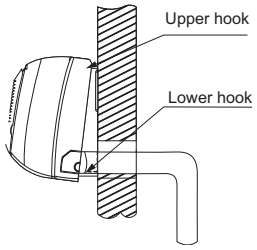

Fig. 13 — Indoor Unit Installation
7. Push the lower part of the indoor unit up on the wall, then move the indoor unit from side to side, up and down to ensure it is hooked securely (see Fig. 13).